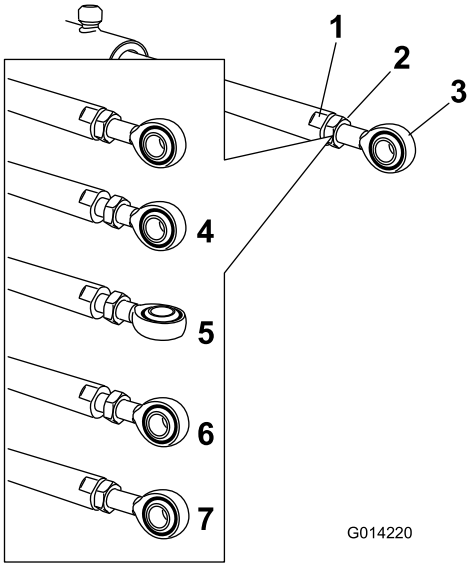

**Figur 114**
5. Håll manövreringsstången i stavens plana delar med en skiftnyckel och lossa sedan på kontramuttern (Figur 114).
6. Vrid stångänden i manövreringsstången för att förkorta eller förlänga arbetsenheten till önskat läge (Figur 114).